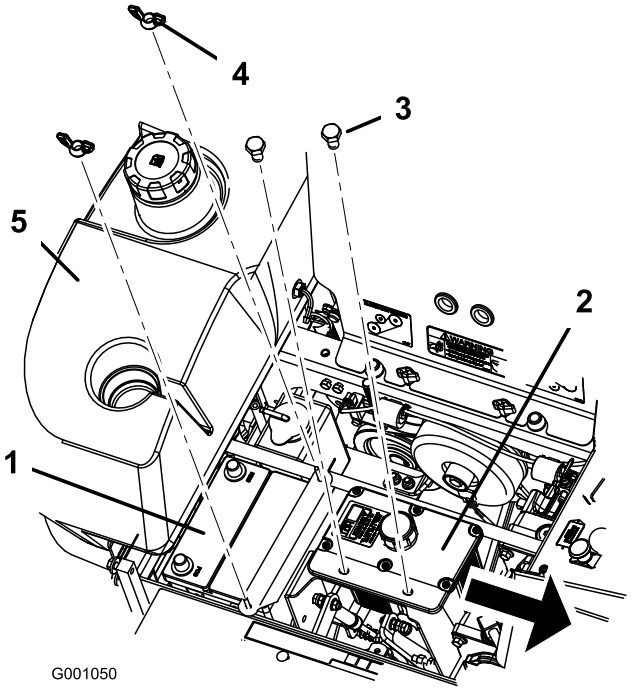

Figuur 57
6. Maak beide vleugelmoeren los (1/4 inch) waarmee de accuklembeugel is bevestigd (Figuur 57.
7. Draai de bouten los waarmee de hydraulische tank is vastgezet (Figuur 57).
1. Plaats de accu in een bak met de accupolen van de hydraulische tank weg (Figuur 57).
6. Zet de accu vast met J-bouten, een bevestigingsband, 2 ringen (1/4 inch) en 2 vleugelmoeren (1/4 inch) (Figuur 57).